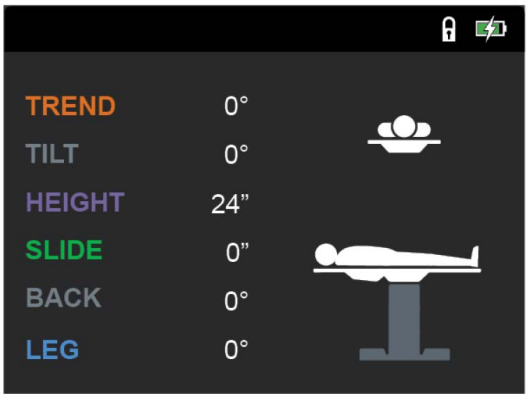

Figure 4-8. Hand Control Default Screen
4. After Hand Control completely powers up, display changes to Default Screen showing text and animated table graphic representing state of Table (see *Figure 4-8*).